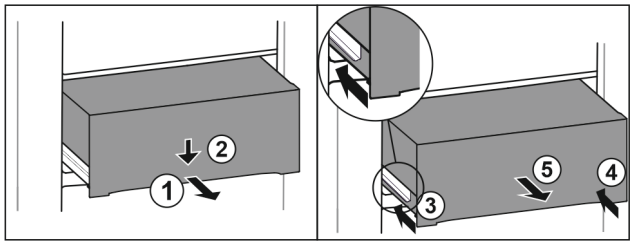

Fig. 118
▶ Pull out drawer half-way. *Fig. 118 (1)*
▶ Push the drawer down at the front. *Fig. 118 (2)*
▶ Push the left rail in by about 2 cm. *Fig. 118 (3)*
▶ Push the right rail in by about 2 cm. *Fig. 118 (4)*
▶ Remove drawer to the front. *Fig. 118 (5)*